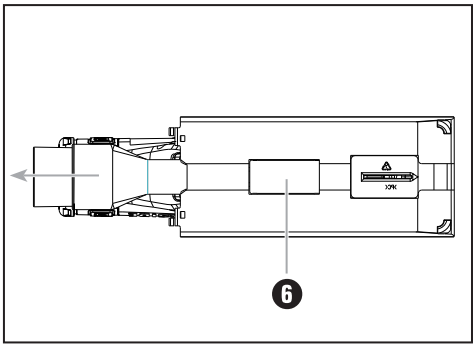

Abb. 2: Absaugstutzen entfernen
- Üben Sie mit dem Daumen auf die in Abb. 2 markierte Stelle Druck aus, um den Absaugstutzen ❻ zu entriegeln. Ziehen Sie gleichzeitig mit der anderen Hand den Absaugstutzen ❻ in Pfeilrichtung aus dem Gerät heraus.